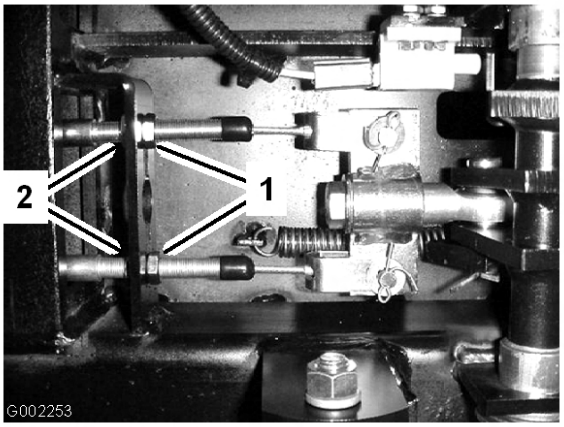

Figur 55
5. Lossa de främre muttrarna på bromskablarna under grässprutans framdel (Figur 55).
6. Dra åt de bakre muttrarna lika mycket tills bromspedalen rör sig 1–2 cm innan du känner ett motstånd (Figur 55).